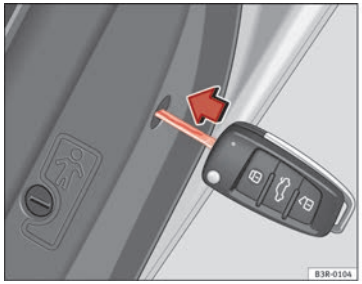

Fig. 73 Activating manual locking
– Insert the key into the slot inside ⇒fig. 73 and turn it as far as the stop, i.e. about 90 degrees to the right (doors on right side) or to the left (door on the left side).